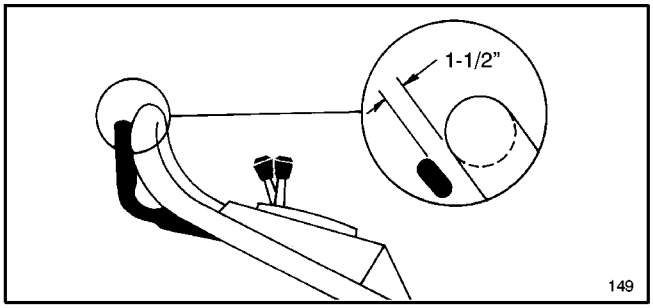

Abbildung 21
4. Den Antriebshebel anheben, bis leichter Widerstand spürbar ist. Der Antriebshebel sollte bei optimaler Justierung etwa 3,5 cm vom Griff entfernt sein (Abb. 21).